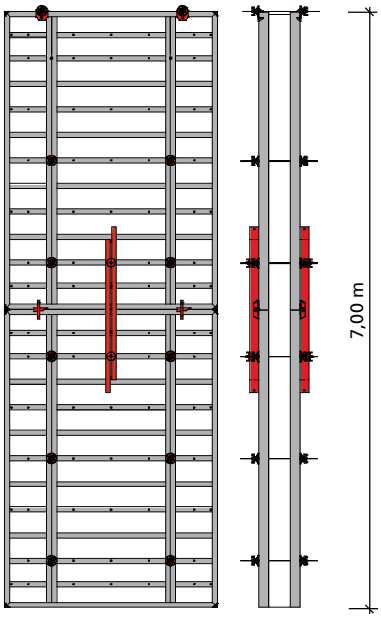

Abb. 47.2
- Werden zwei M 350-Elemente vertikal auf 7,00 m Höhe aufgestockt, kann die oberste Ankerlage durch die Ankerung mit der Uni-Kralle über dem Element ersetzt werden (Abb. 47.2).